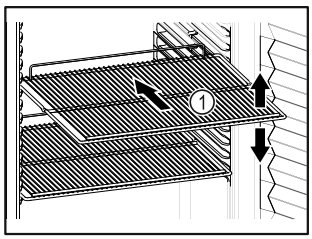

Fig. 50 Reprezentare exemplificativă
- ❑ Dacă polițele *Fig. 50 (1)* pot fi mutate, adaptați-le în funcție de înălțime.